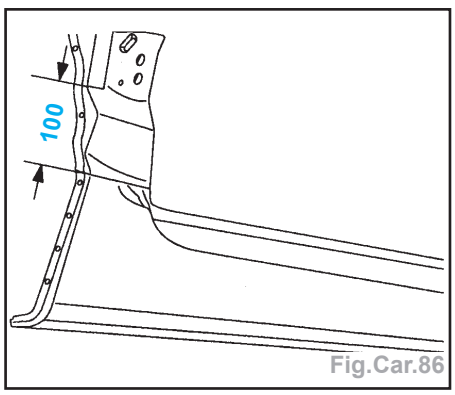

Fig.Car.86
- Tracer puis découper à l'aide d'une meule épaisseur 1 mm (coupe définitive) (Fig.Car.86).